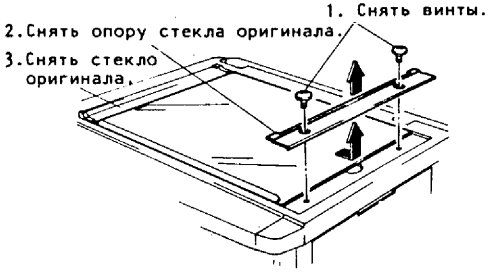

Рис.1. Снятие стекла оригинала
(12) Установить верхнюю крышку.
(13) Установить стекло оригинала автоподатчика из комплекта (см. рис.1).